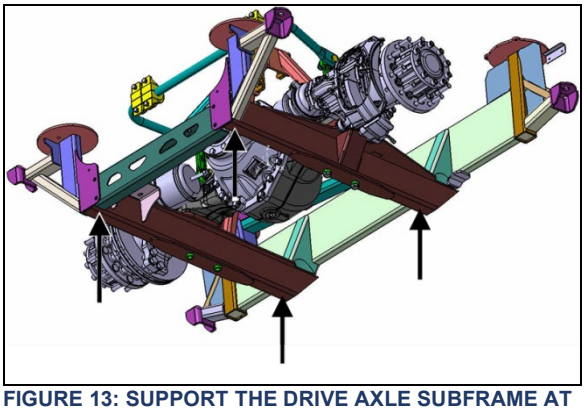

**FIGURE 13: SUPPORT THE DRIVE AXLE SUBFRAME AT THE FOUR LOCATIONS SHOWN**
8. Install jack stands under the drive axle subframe at the four locations shown on **FIGURE 13**.